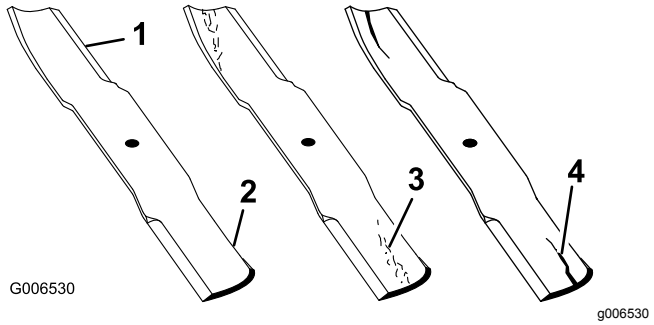

Figure 44
1. Examinez le tranchant des lames (Figure 44). Si les lames ne sont pas tranchantes ou présentent des indentations, déposez-les et aiguisez-les; voir Affûtage des lames (page 43).
2. Inspectez les lames, surtout la partie incurvée (Figure 44). Remplacez immédiatement toute lame endommagée, usée ou qui présente une entaille (repère 3 ou 4 de la Figure 44).